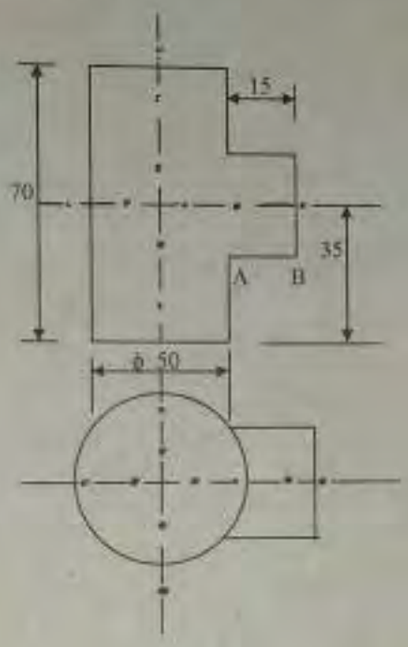

Fig. 4
6. Fig. 4 shows a cylinder 50 mm diameter and 70 mm high. It intersects at right angles with another cylinder of 40 mm diameter. Draw the curve of penetration and the development of the smaller cylinder joining along A – B.